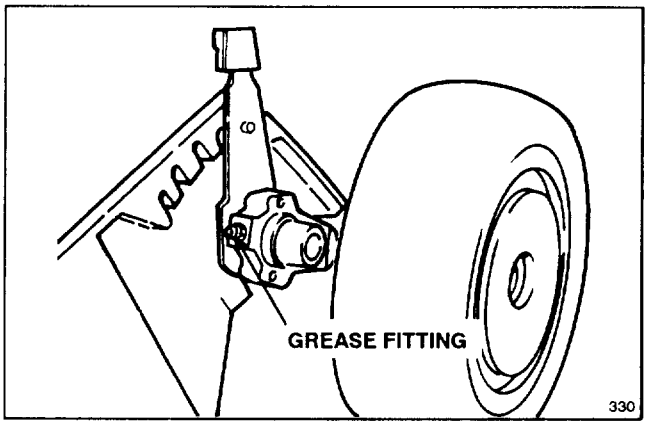

Figure 18
2. GREASE FRONT AXLE PIVOTS (Fig. 18) (self–propelled model only)—Adjust height–of–cut to 3–inch setting and loosen wheel bolt to get additional clearance around grease fitting. Wipe grease fittings with clean rag. Install grease gun onto fitting and gently apply 2 or 3 pumps of #2 Multi–Purpose Lithium Base Grease.